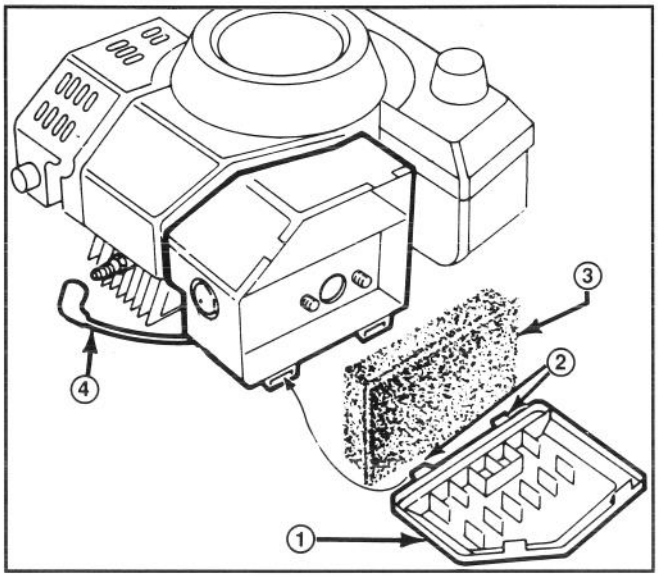

Afbeelding 14
1. Zet de motor af en trek de draad van de bougie (Afb. 14).
2. Hef de sluitingstabs en draai het deksel van het luchtfilter naar beneden (Afb. 14). Maak het deksel grondig schoon.
3. Wanneer de bovenkant van het schuimelement vuil is, het uit het luchtfilter verwijderen (Afb. 14) en grondig reinigen.
1. Zet de motor af en wacht totdat de motor is afgekoeld. Trek draad van bougie (Afb. 14).